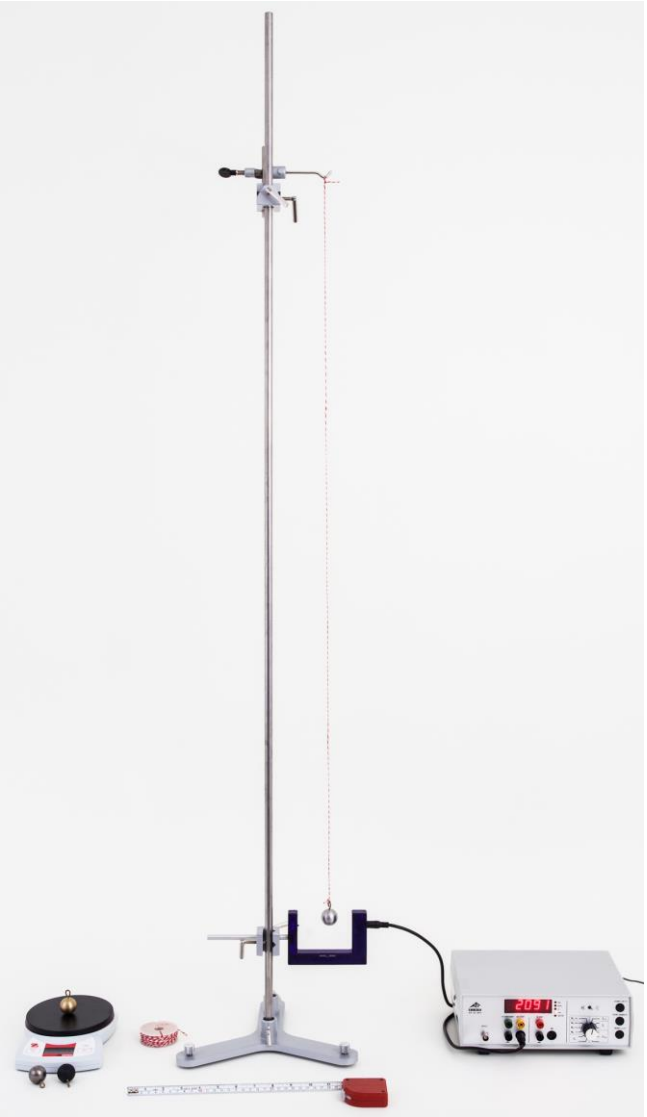

Fig. 1: Ensemble de mesures
- Assemblez les appareils pour les mesures expérimentales comme indiqué à la Fig. 1.